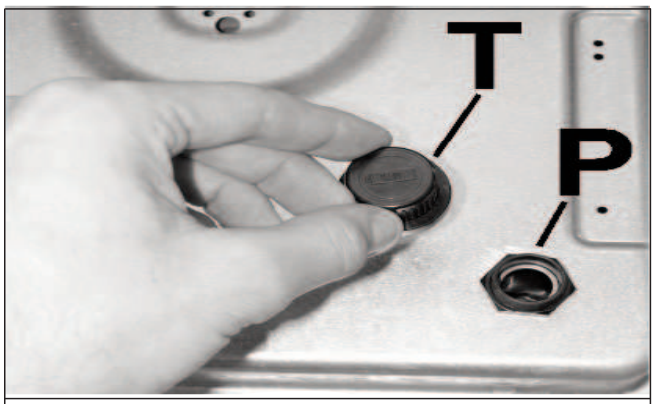

AFB. 12
- Draai de dop van de ontsteking “T” (zie afb. 12) los en plaats een batterij van 1,5 V (niet meegeleverd met het toestel) met de “+” pool naar de binnenkant gekeerd. De dop weer vastschroeven.
- Een kleine schroevendraaier "D" in de opening "C" (afb. 12) steken en de smoorschroef naar links of rechts draaien tot de vlam van de brander afdoend is geregeld op het "Minimum".